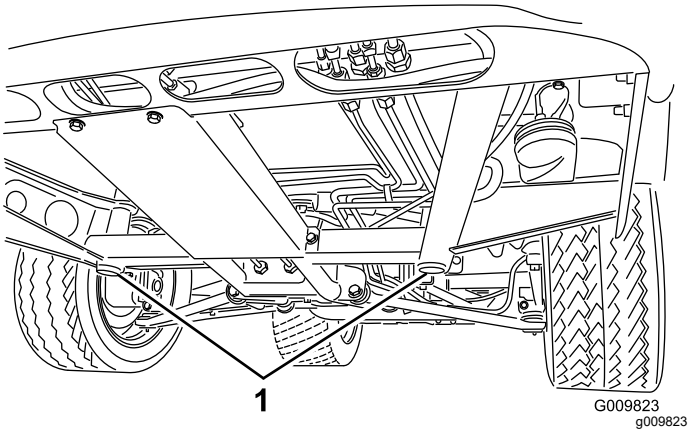
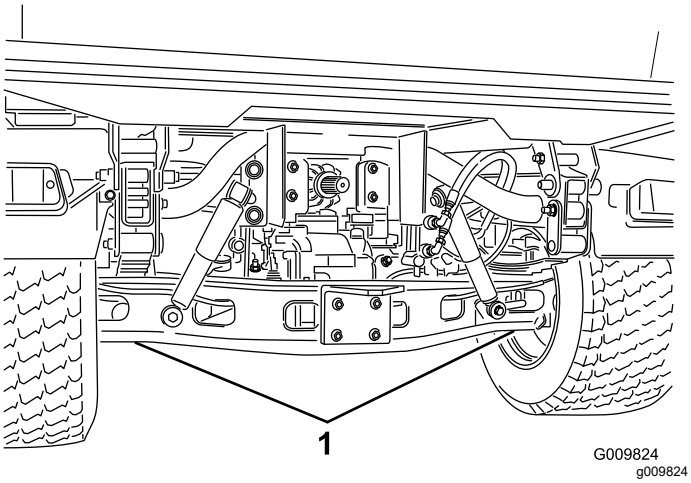

Figur 36
Figur 37
- Donkraftpunktet foran på maskinen er under stelstøtten midt på (Figur 36), og bagpå maskinen er det under akslen (Figur 37).